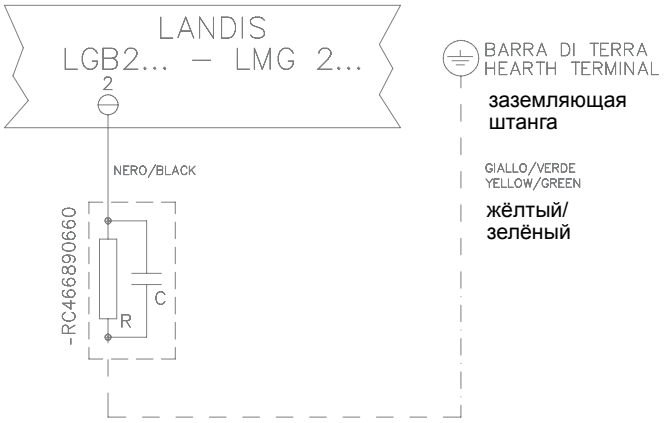

Рис. 42
* В этих случаях подключите цепь RC (см. Рис. 42)